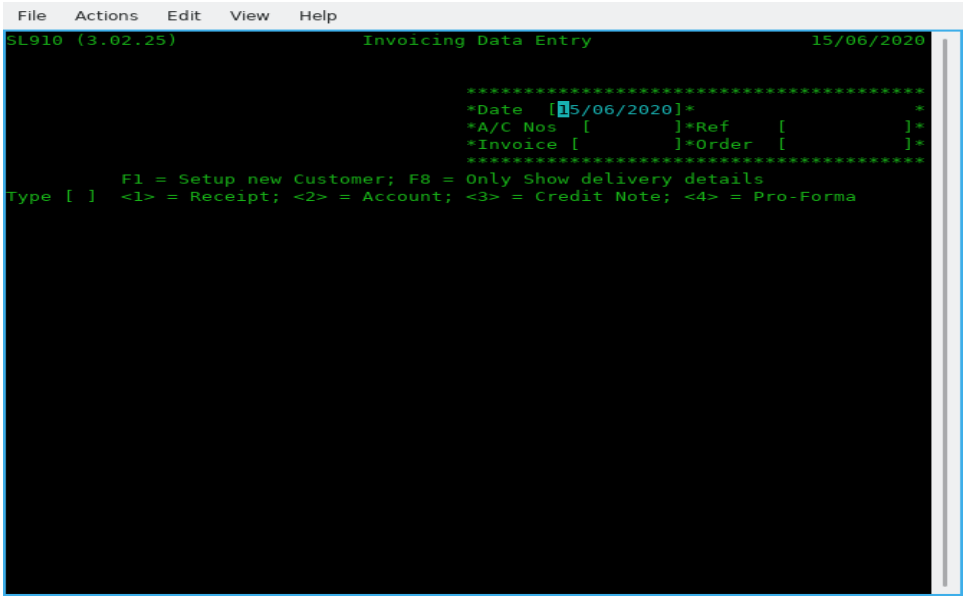

Figure 10.1 Invoice Entry Customer a/c details
2. Extra Charge/Discount Description: If you require a standard discount or credit, you need to start here. For example we use it to offer a prompt payment discount on all invoices that all carry 28 day terms and the discount is offered for all invoices paid within 14 days of issue. As you can see this has been set up in fig 10.1 and we have called it a Prompt Payment discount.
6. Invoice Entry Level (1, 2): To use detailed select '2', then invoices will be recorded in their component parts for more detailed accounting and reporting and for linkage into the Stock Control system. See figure 10.1 & 10.2. This extra level of detail is simple to implement and is entirely optional. If you select 1 instead, then you will only be entering the Net and Vat amounts. The detailed information is maintained at the batch level and in the open item files. For example, in many cases an invoice is for several items and/or some kind of surcharge such as Vat and shipping. These normally must be accounted for in different sales accounts for the sales report or the GL interface. The invoice would then consist of a controlling record containing the grand total of the charges on the invoice, and one or more line items that each, represents a component charge and each can be credited to a different sales account.
In figure 10.1 it is set to 2 as we require full detailed invoices that we also link to Stock Control but is still applicable even if not using the Stock system. It just means you have to type in the descriptions for each line item as well as the price, and that is a good reason for using Stock Control as it can also support service items such as P&P.
When you select Invoice Entry from the system menu, the Invoice Entry screen appears as in Figure 10.1 with· the cursor waiting at date where you change it if needed otherwise press enter